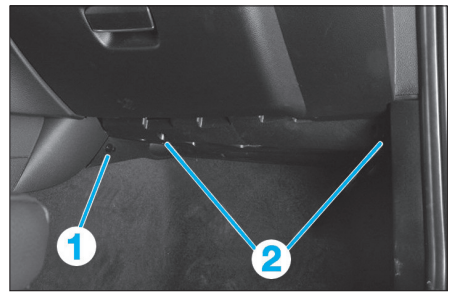

Fig. 38
• Déposer les fixations (1) et (2) **(Fig.38)**.